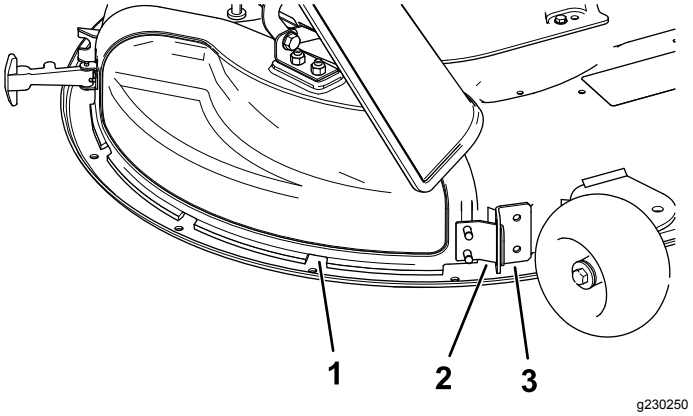

Figur 12
5. Vinkle metalltappen på utslippsdekselet ut av sporet på braketten som er fastsveiset på klippeenheten (Figur 12).